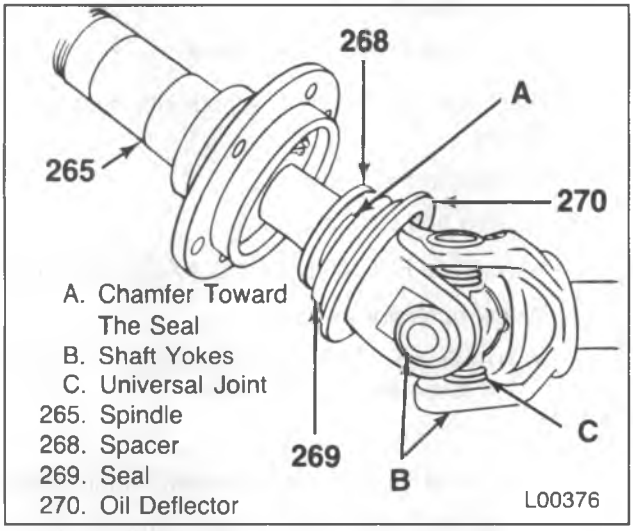

Figure 53 – Installing the Spindle
2. Seal (269) onto the oil deflector (270) with the deflector lip toward the spindle (265).
3. Oil deflector (270) and seal (269) onto the axle shaft.
4. Spacer (268) onto the axle shaft.
- The chamfer points toward the oil deflector (270) (figure 53).
5. Spindle (265) onto the steering knuckle (274).
- Slide the spindle over the axle shaft until it seats on the steering knuckle. The bolts (278) must protrude through the spindle.
6. Bracket (264) and plate (263).
- Only V3 models use a bracket (264).